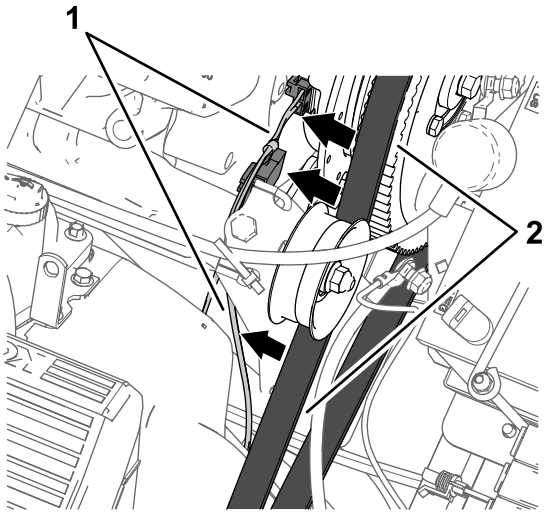

Rysunek 168
4. Poprowadź odgałęzienie wiązki przewodów — 84 cm przy silniku i pompie zraszania tak, aby wiązka była w bezpiecznej odległości od paska alternatora (Rysunek 168).